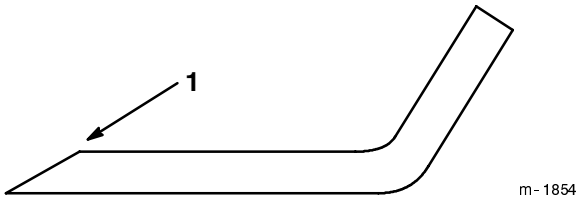

Figure 24
1. Using a file, sharpen the cutting edge at both ends of the blade (Fig. 24). Maintain the original angle. The blade retains its balance if the same amount of material is removed from both cutting edges.